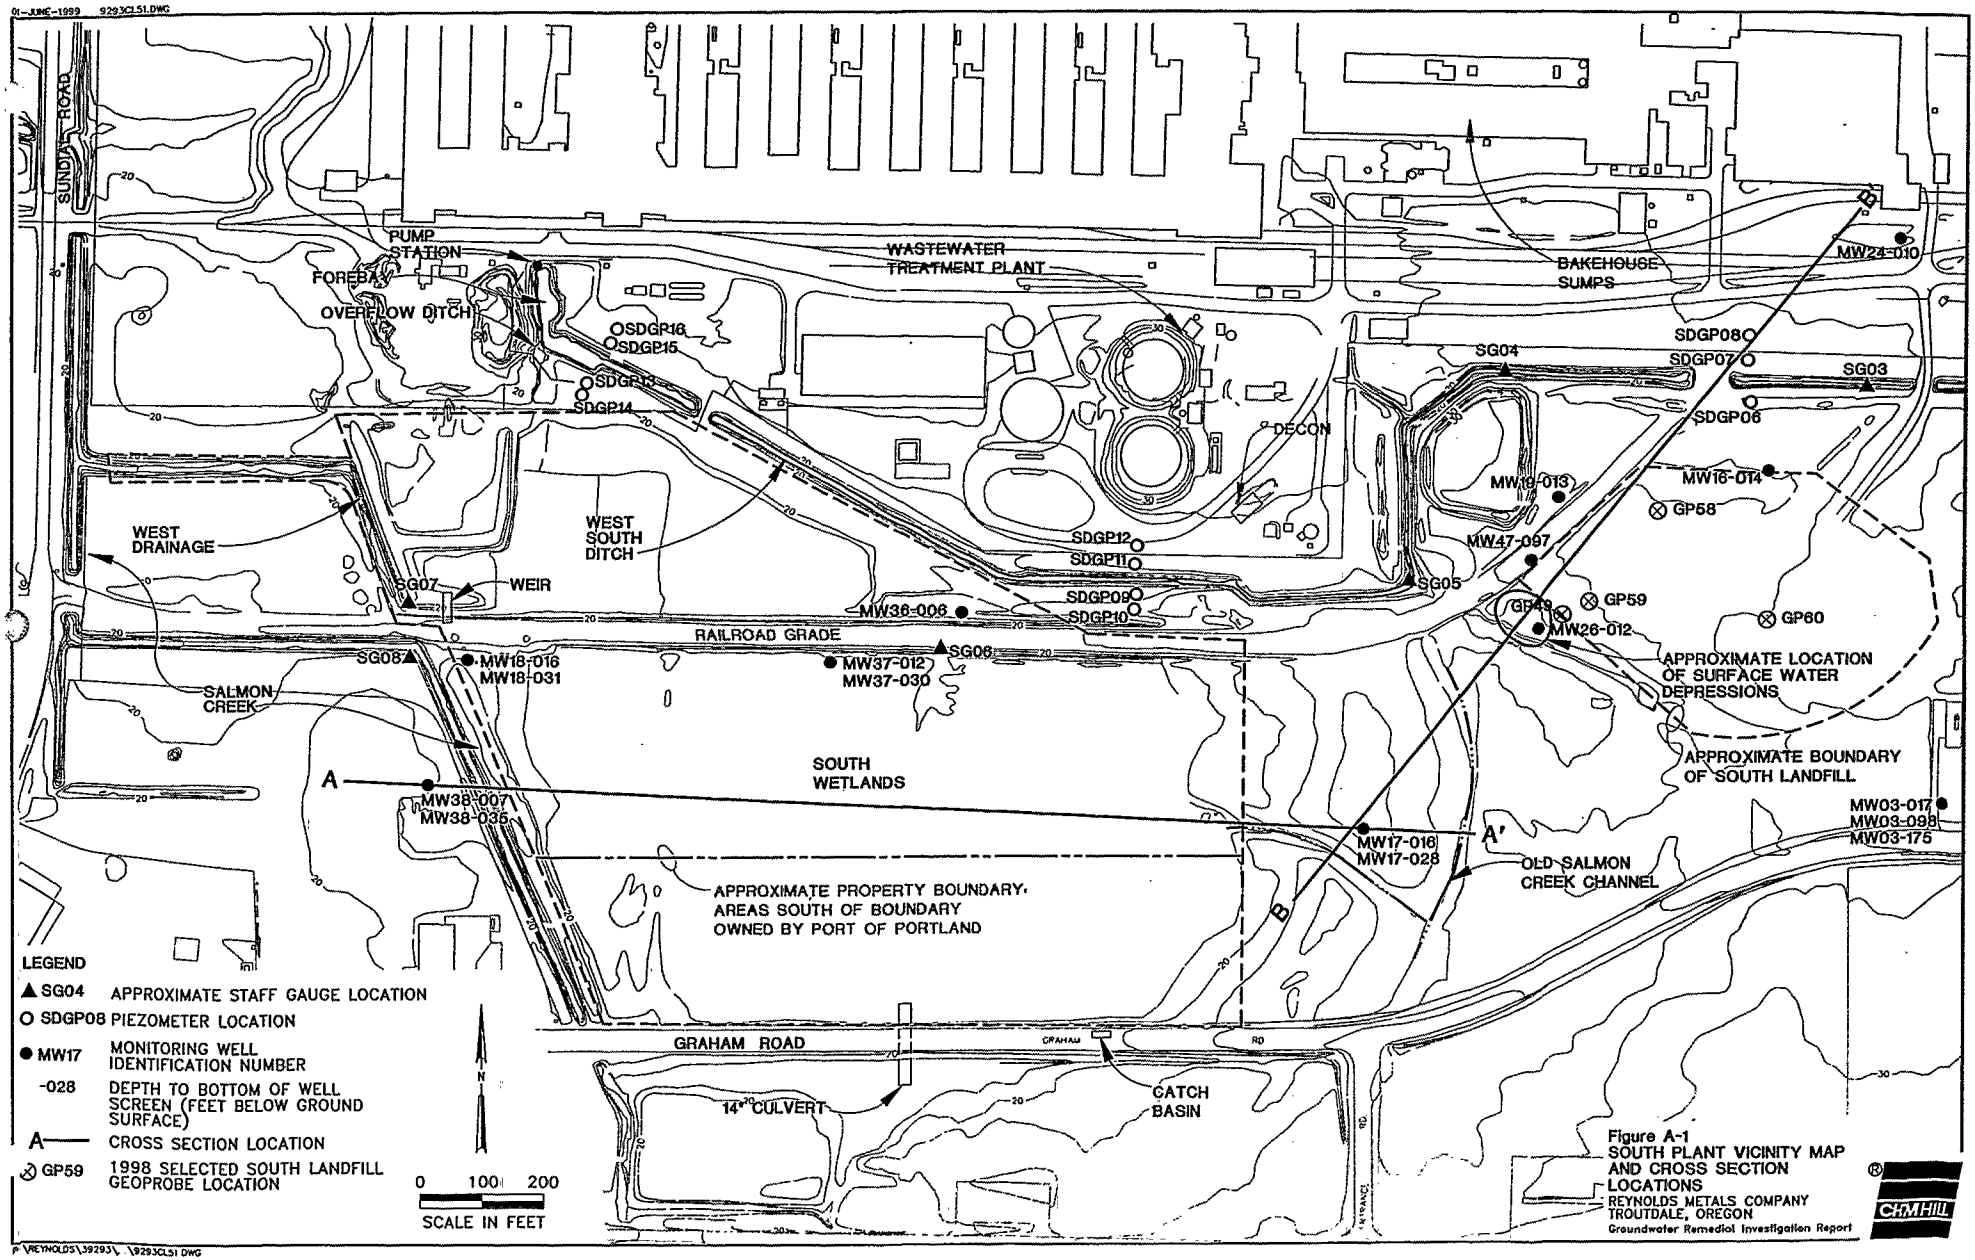
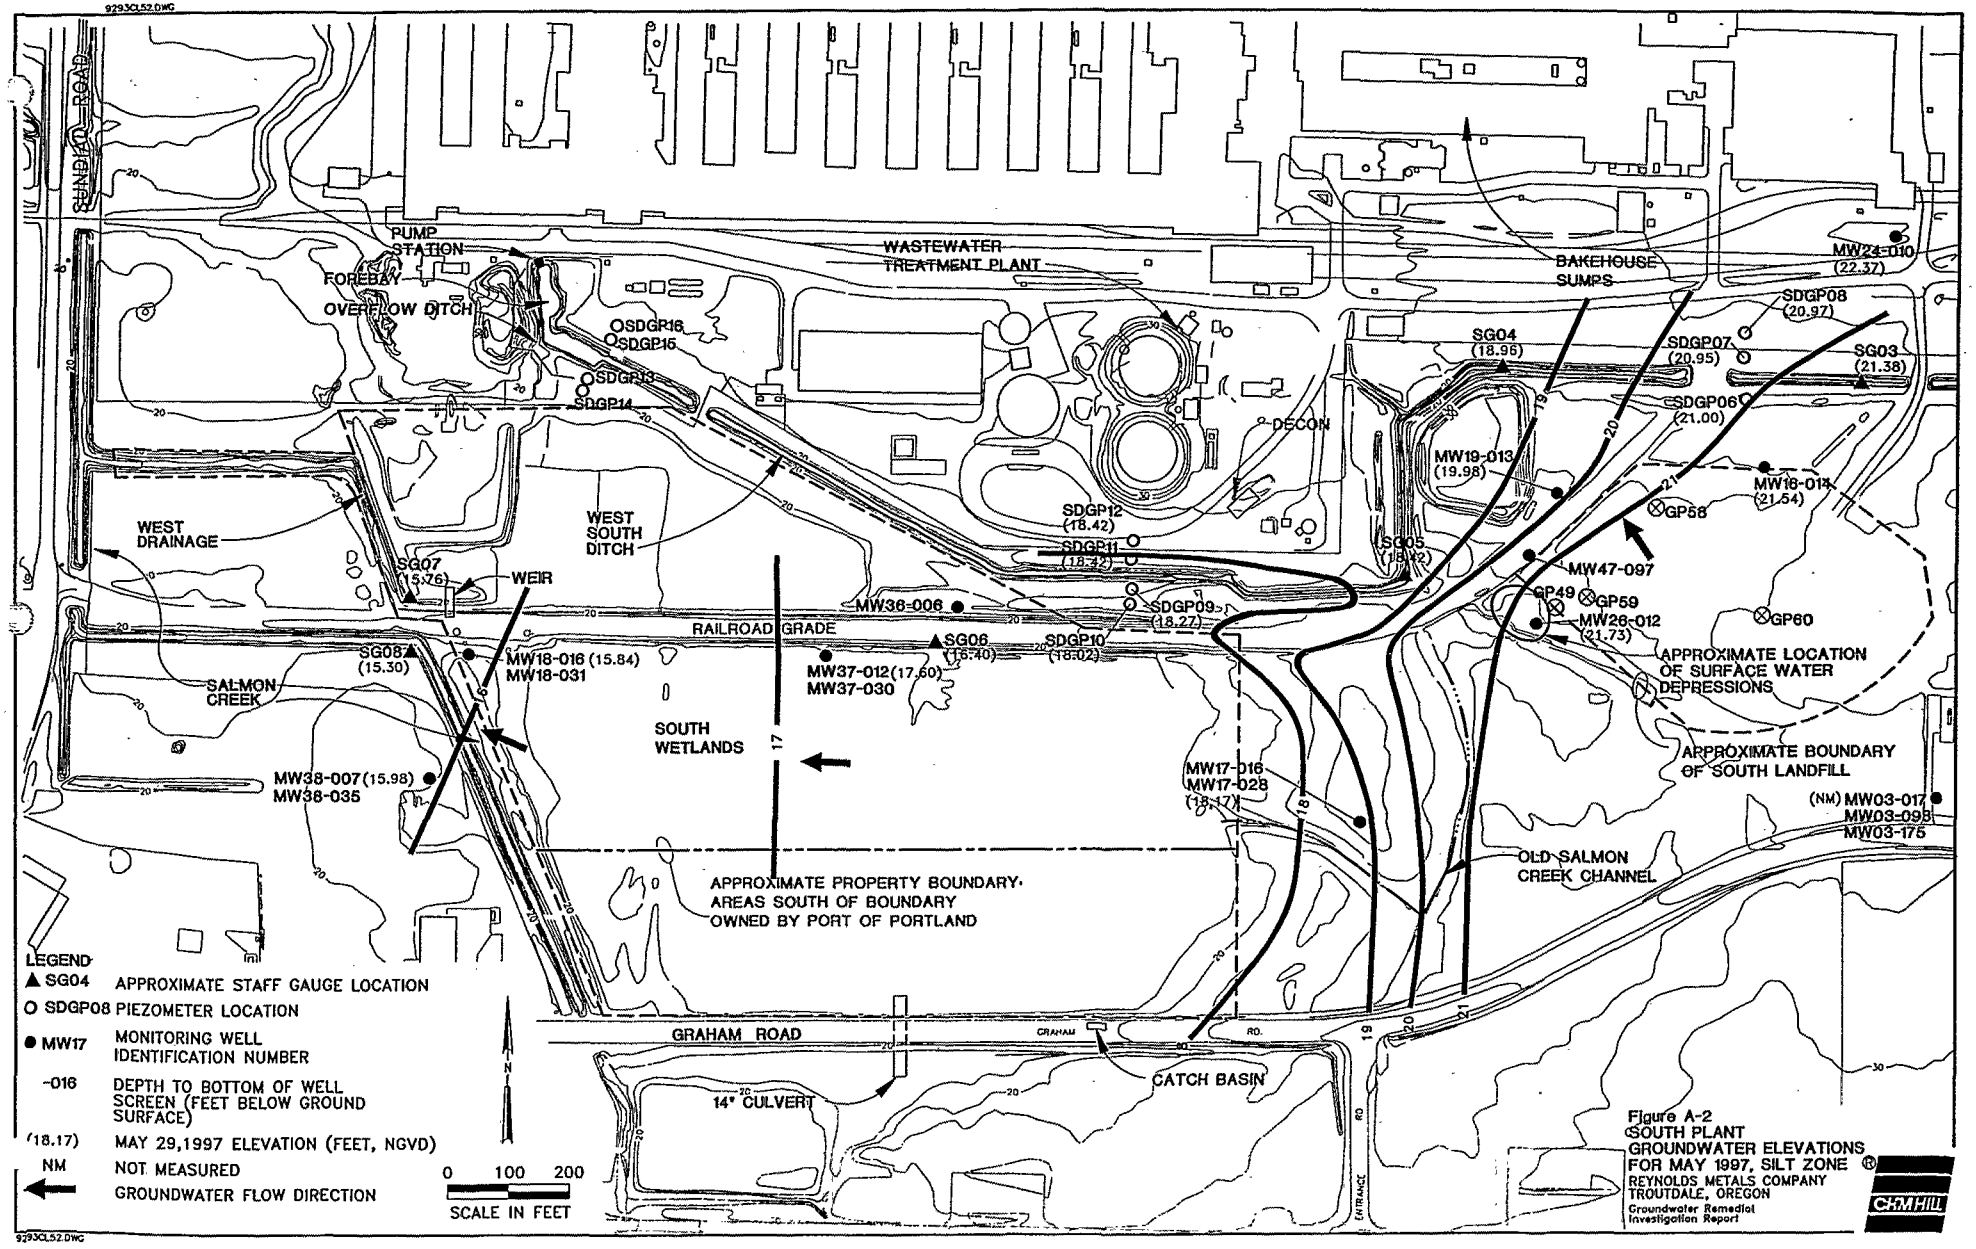
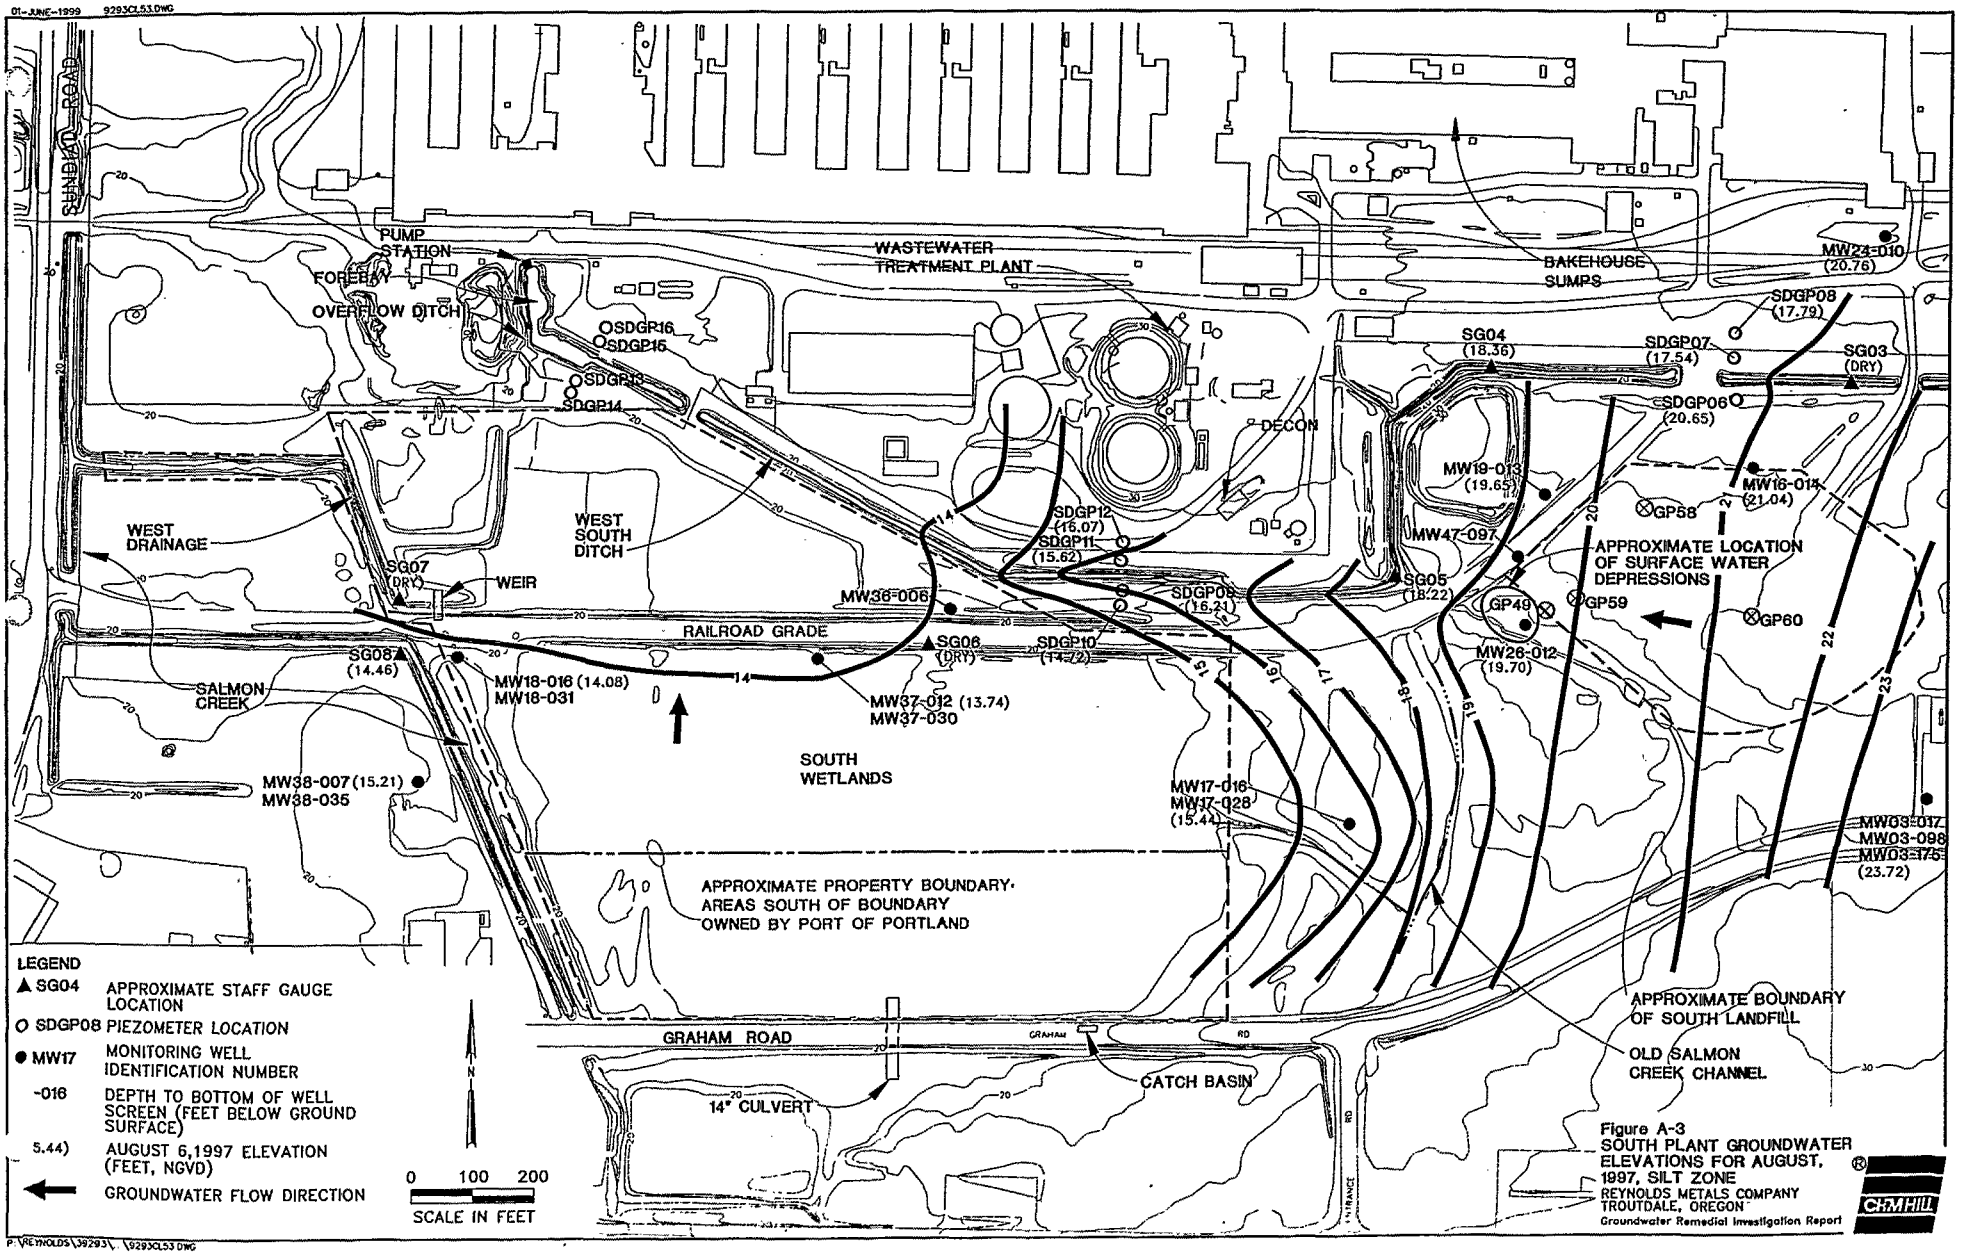
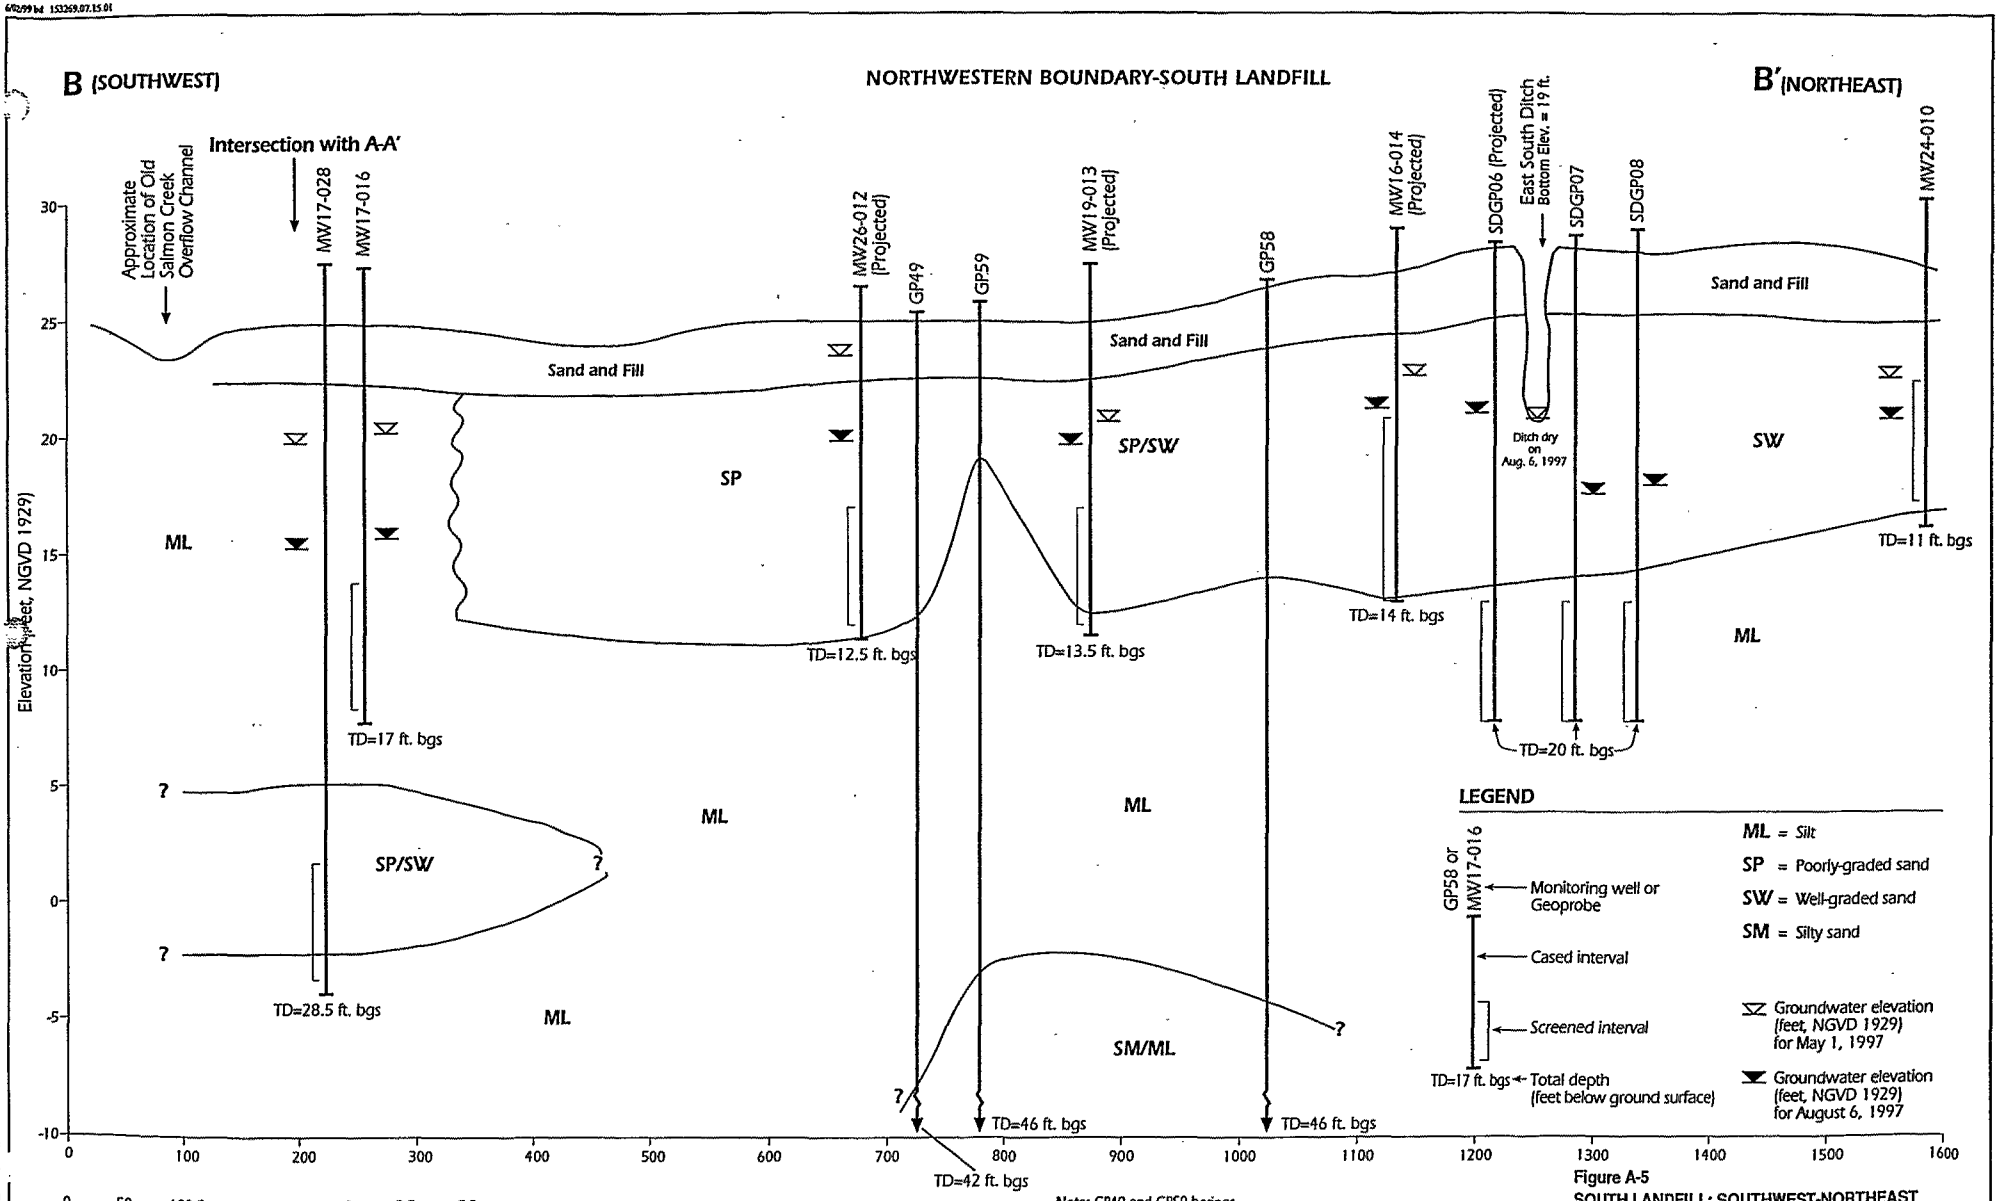

Figure A-1
Figure A-2
Figure A-3
Figure A-5
The south wetlands area (including West Drainage) is located east of south landfill and immediately to the south and southwest of west South Ditch (see Figure A-1). South wetlands is a depression that was used as a wastewater settling basin from 1941 to 1965. Evidence of this former practice is found throughout much of the area in the form of a gray to charcoal colored layer of process residue that is present at the ground surface and was deposited as the wastewater settled. As shown in Figure A-1, the northern two-thirds of the wetlands is owned by RMC and the Port of Portland owns the southern third.
Water levels were measured on May 1, 1997, and August 6, 1997, to study the potential effects of seasonal change in groundwater elevations and flow directions. Groundwater elevation contours for shallow monitoring wells screening the silt unit in the vicinity of south wetlands and south landfill are shown in Figure A-2 for wet season conditions (May 1, 1997) and in Figure A-3 for dry season conditions (August 6, 1997). Because no wells are completed in the UGS in the vicinity of south landfill or South Ditch, UGS groundwater elevations were not contoured.
- During the wet season (May 1997), groundwater in the silt unit near MW17 appears to flow west toward the south wetlands. Groundwater then discharges from the wetlands in a west-northwesterly direction toward Salmon Creek and West Drainage (see Figure A-2). The estimated horizontal hydraulic gradient across south wetlands during the wet season is approximately 0.0014 foot per foot (ft/ft). The hydraulic gradient near the eastern boundary of south wetlands is steeper (approximately 0.013 ft/ft). The steeper hydraulic gradient east of south wetlands versus beneath south wetlands may be related to differences in permeability within subsurface sediments. Specifically, fine silt materials are present directly beneath south wetlands, whereas sands are located directly beneath the ground surface in areas east and northeast of south wetlands (for example, near south landfill).
- Figure A-3 shows dry season conditions (August 1997). Groundwater flows from east to west into the south wetlands and discharges to the north-northwest toward South Ditch, with an estimated horizontal hydraulic gradient of 0.0012 ft/ft across south wetlands. The estimated hydraulic gradient near the eastern boundary is steeper than during May 1997 (approximately 0.012 ft/ft) because groundwater levels decline and the water demand increases within the south wetlands ecosystem.
- Groundwater during the wet season appears to flow to the northwest toward South Ditch with an estimated horizontal hydraulic gradient of 0.0125 ft/ft (see Figure A-2).
- During the dry season, groundwater beneath south landfill flows westerly towards South Ditch with an estimated horizontal hydraulic gradient of 0.004 ft/ft (see Figure A-3).
Two cross sections (A-A′ and B-B′, as shown in Figures A-4 and A-5, respectively) were constructed using hydrogeologic data from monitoring wells and piezometers drilled in the South Plant area. Cross section locations are presented on Figure A-1. Cross section A-A′ (Figure A-4) was constructed to illustrate the subsurface soil profile and groundwater/surface water interface between Salmon Creek and south wetlands. Cross section B-B′ (Figure A-5) was constructed to illustrate the subsurface soil profile and groundwater/surface water interface between south landfill and South Ditch.
During the summer and fall, Salmon Creek becomes a losing stream and discharges to groundwater. Beneath south wetlands, the August 1997 groundwater elevation contour map (Figure A-3) indicates that groundwater flow during the dry season is toward the north and northwest. Cross section A-A′ (Figure A-4) suggests that groundwater near the eastern boundary of the south wetlands (near MW17) flows beneath south wetlands from east to west. Most surface water (for example, from precipitation and stormwater drainage) collecting in the south wetlands during the dry season evaporates or is used by the vegetation in the wetlands. However, limited quantities of surface water may also infiltrate to the shallow groundwater system beneath the wetlands.
Cross-section B-B′ (Figure A-5) shows that south landfill is underlain by a 10-foot to 15-foot thick surficial sand unit which overlies the silt unit. The surficial sand unit terminates east of well cluster MW17, located on the eastern border of the south wetlands. The cross section shows that groundwater elevations are substantially lower at MW17 than in the monitoring wells further east, which are completed in the surficial sand. This difference in groundwater level elevations indicates that groundwater in the surficial sand unit is perched on top of the underlying silt unit and is in only limited hydraulic communication with the portion of the silt unit located farther to the west (including at MW17 and south wetlands). Consequently, the shape of the contours on the groundwater elevation contour maps (Figures A-2 and A-3) between south landfill and south wetlands is more likely indicating differences in stratigraphy and permeability across this area than significant rates of groundwater flow between these two areas.
Weekly surface water and groundwater elevations were collected at six staff gauges, 15 monitoring wells, 11 temporary piezometers adjacent to South Ditch, and at the South Ditch pump station from the end of May through September 1997. (See Figure A-1 for locations of